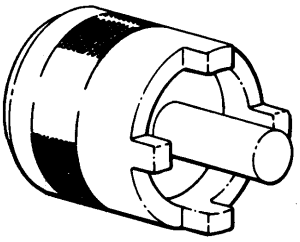

Figure 16. 6799535 End Slot Spanner Nut (9/16) Spanner Wrench
d. Loosen spanner nuts, using 6799535 wrench (figure 16), at following locations. Do not attempt to straighten dimples, wrench action will push dimple outward and clear of nut scallop.